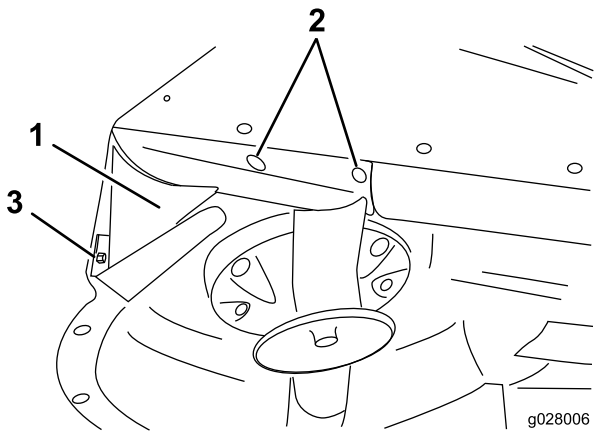

Figuur 9
7. Lijn de achterste grasgeleider uit met de hoek van de afvoeropening (Figuur 9).
11. Gebruik de achterrand als sjabloon om 2 gaten met een diameter van 9/32 inch door het midden van de gebogen maaidekrand te markeren en te boren (Figuur 9).